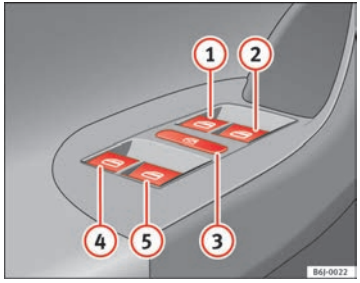

Fig. 47 Detail of the driver door: controls for the front and rear windows
Buttons ⇒ page 82, fig. 47 (1), (2), (4) and (5) have two positions for opening windows and two for closing them. This makes it easier to open and close windows to the desired position.